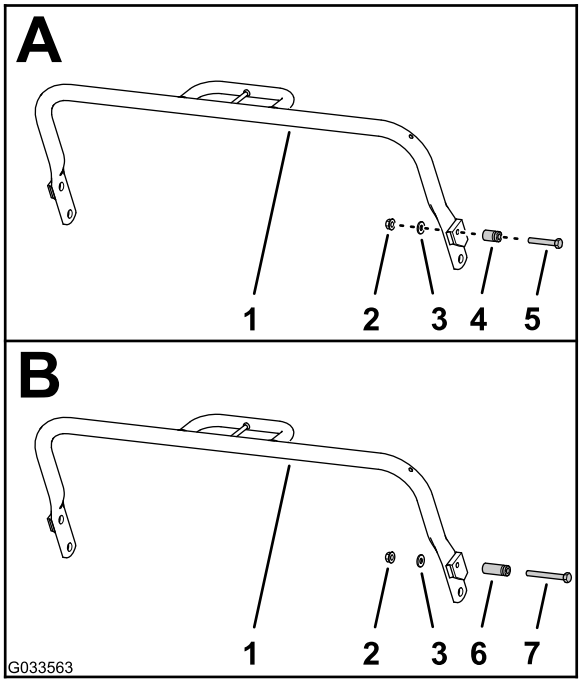

Figura 3
3. Retire la tuerca con arandela prensada, la arandela, la traba para muelle existente (1"), y el tornillo (5/16 x 2") del lado derecho del soporte de pie (A de Figura 3).
4. Instale la traba para muelle nueva (1¾") en el soporte de pie con el tornillo nuevo (5/16 x 2¾"), como se muestra en B de Figura 3.
5. Utilice la tuerca con arandela prensada y la arandela que conservó en el paso 3 para sujetar la traba para muelle al soporte de pie (B de Figura 3).